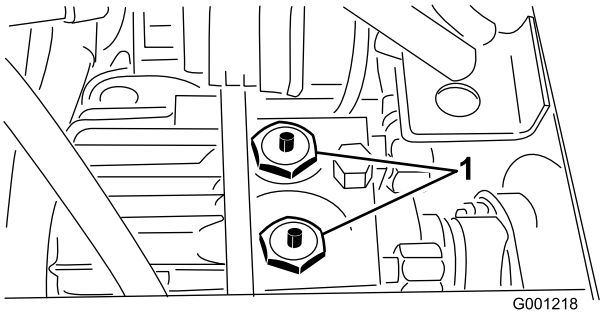

Figur 33
2. Tryk ned og tag fat om pindene, der sidder i midten af de to kontraventilsamlinger øverst på transmissionen (Figur 33), mens maskinen skubbes eller trækkes.